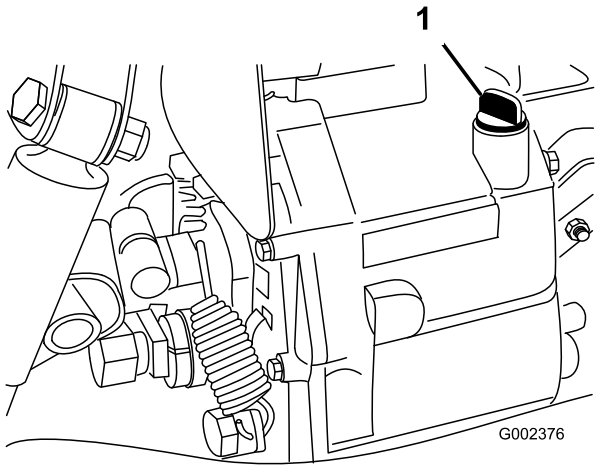

**Figur 18**
2. Rengør området omkring målepinden (Figur 18).